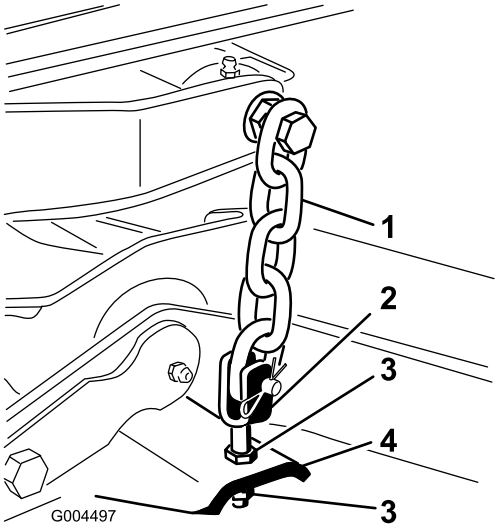

Figuur 77
7. Draai aan de contramoeren waarmee de gaffels/kettingen van het maaidek vastzitten, om de achterkant van het maaidek hoger te zetten, zodat de schuinstand 8 mm is (Figuur 77).